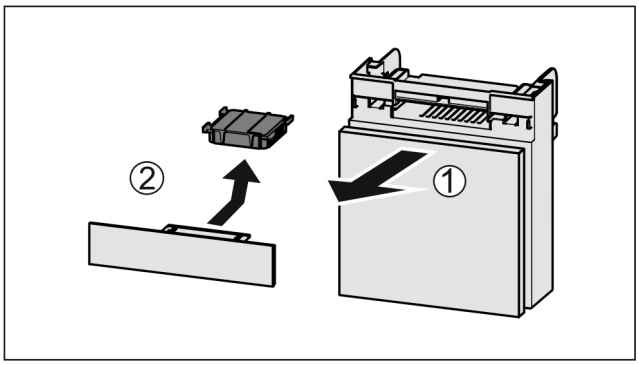

Fig. 122
▶ Pull out the compartment *Fig. 122 (1)*.
▶ Remove the carbon filter *Fig. 122 (2)*.